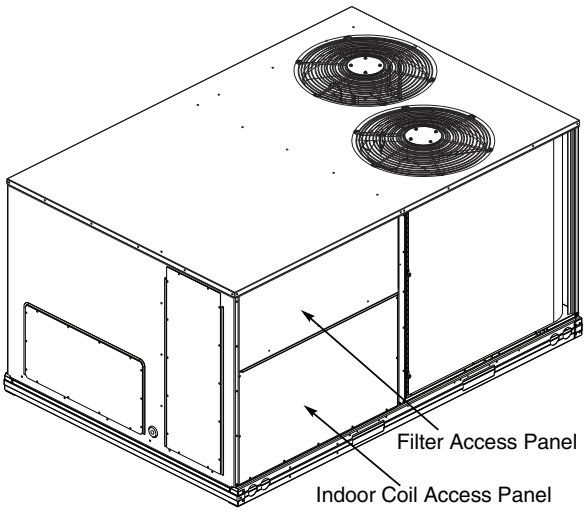

**Fig. 9 — Typical Access Panel Locations**
2. To gain access to the hood, remove the filter access panel. (See Fig. 9).